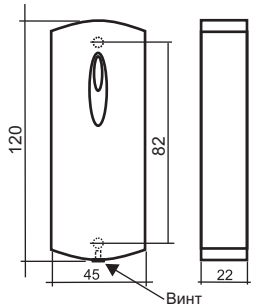

Рис.2 *Габариты изделия.*
- Разметьте и просверлите отверстия для крепления (рис.2).